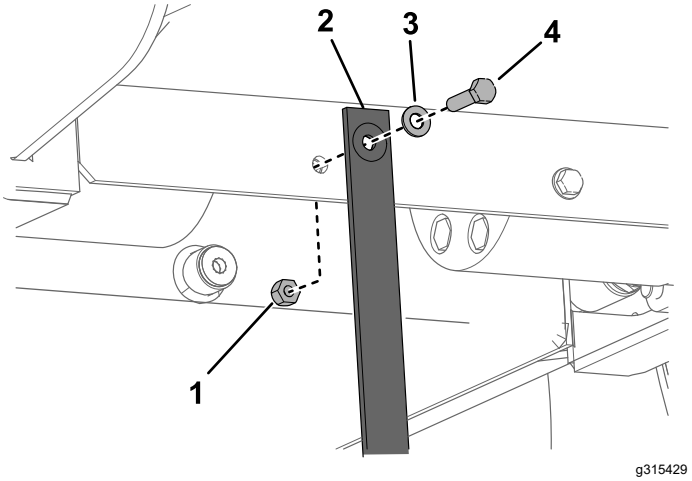

Figur 32
3. Under platformen skal den statiske rem udskiftes som vist i Figur 32.